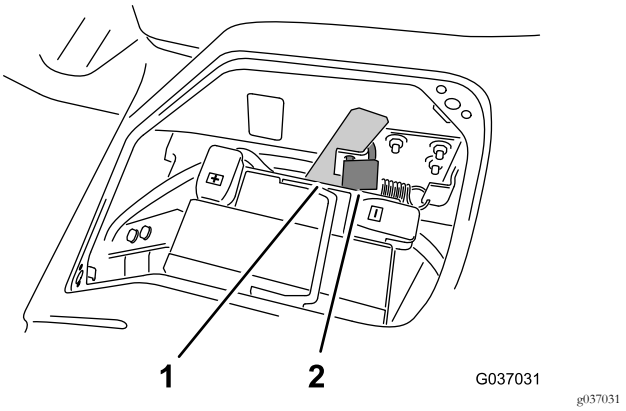

Figura 2
2. Se instalado, retire o cadeado que fixa a pega do trinco da plataforma (Figura 2).